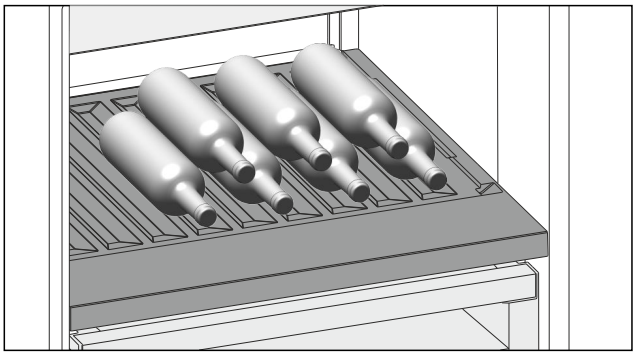

*Fig. 115*
▶ Place bottles in the back row with their bases against the back wall. (see Fig. 115)